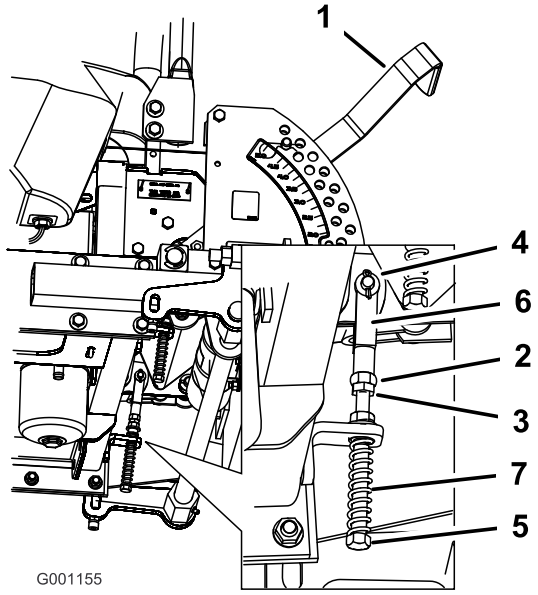

Figur 74
8. Lossa muttern och kontramuttern mot oket om justering krävs (Figur 74).
9. Dra rörelsereglaget något bakåt och vrid huvudet på justerskruven i rätt riktning tills rörelsereglagespaken är centrerad i det neutrala låsläget (Figur 74).
10. Dra åt muttern och kontramuttern (Figur 74).